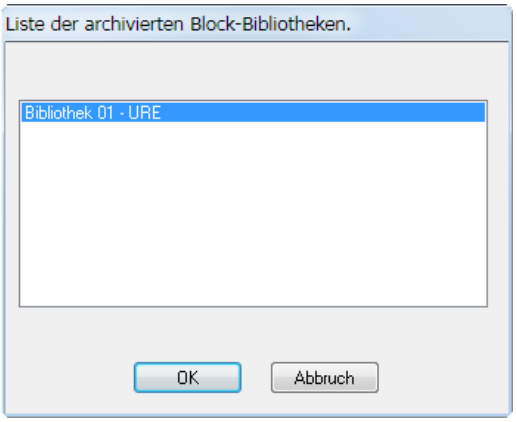

Bild 27.21 – Wahl der archivierten Bibliothek
- Hierauf wird der Inhalt dieses Archivs angezeigt. Wählen Sie den einzigen Eintrag und bestätigen Sie auch hier (Abb. 27.21).